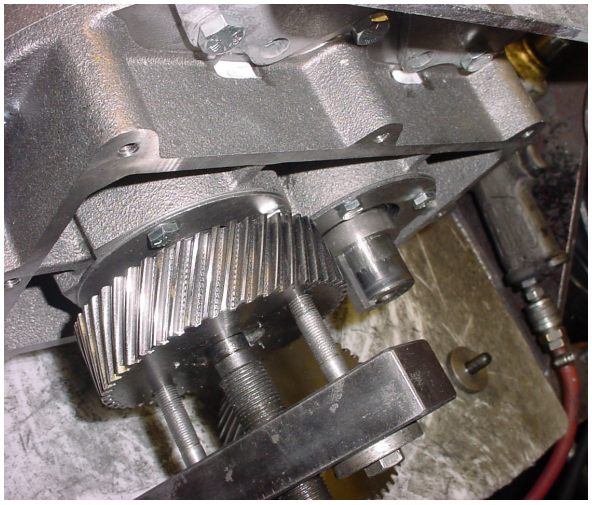

Figure 8-4 – Pulling Driven Gear with Bar Puller
7. Remove the drive gear using a bar puller or jaw puller (see ***Figure 8-4***).